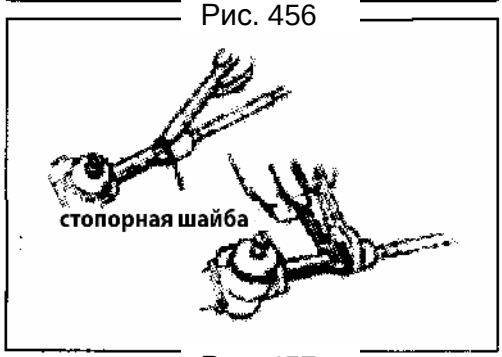

Рис. 457
4) Ослабьте стопорные шайбы рулевых тяг с левой и с правой стороны (Рис. 457).